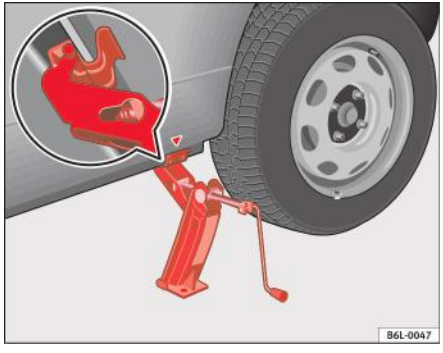

Fig. 127 Instalarea cricului
– Amplasați cricul astfel încât brațul acestuia să se fixeze în jurul nervurii de sub pragul uşii; placa aflată la baza cricului trebuie să se sprijine pe sol, pe întreaga sa suprafață ⇒ pagina 214, fig. 127.